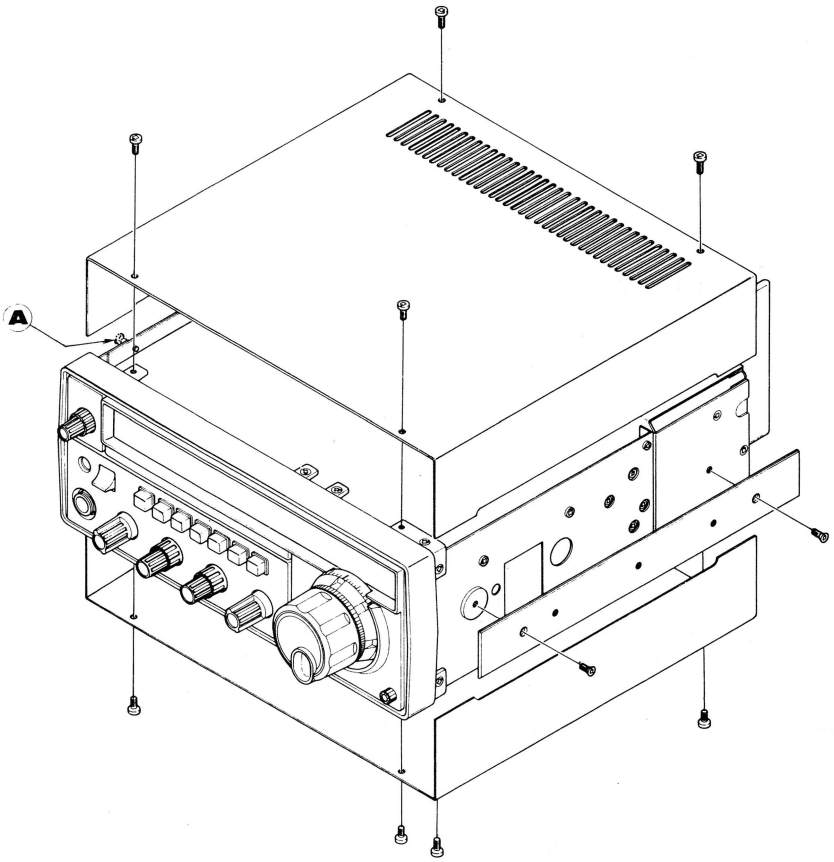

Fig. 3-1
(1) Refer to Figure 3-1, and remove the top cover of the transceiver.